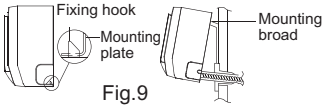

Fig.9
3. Hang the mounting slots of the indoor unit on the upper tabs of the rear panel and check if it is firm enough.(As shown in Fig.9)